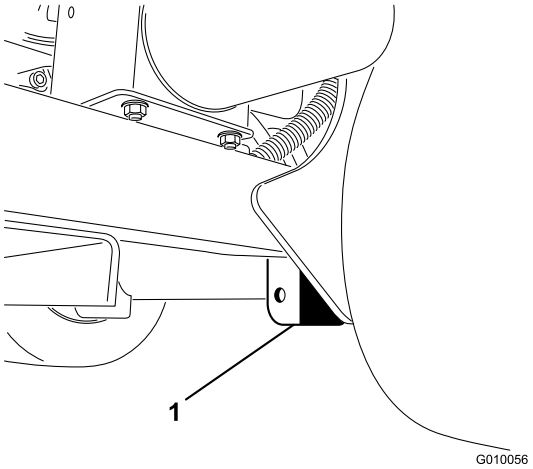

Figur 41
2. Placer donkraften forsvarligt under rammepladen lige på den indvendige side af baghjulet (Figur 41).